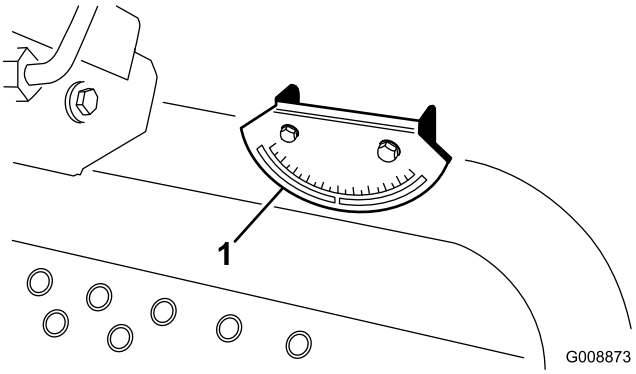

Figur 6
2. Kontroller, at maskinen er i plan position ved at sætte en håndholdt hældningsmåler (følger med maskinen) på tværvangen ved brændstoftanken (Figur 6). Der skal stå nul grader på hældningsmåleren, når den ses fra operatørens position.